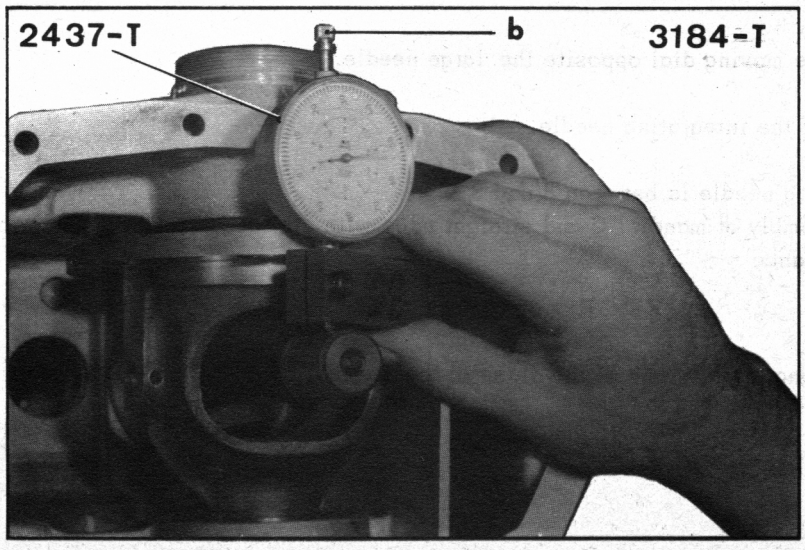

Figure 3
f) Determining the thickness of the adjusting washer to be fitted in the right-hand half casing (see figure 3) :